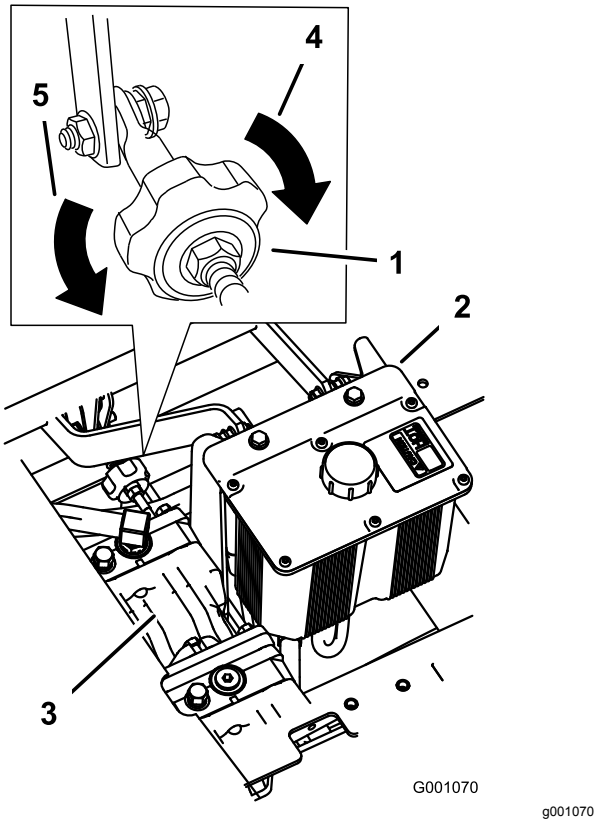

Bild 81
2. Stellen Sie die Länge der Pumpstange ein, indem Sie das Handrad an der Stange so weit in die entsprechende Richtung drehen, bis das Rad stillsteht oder sich leicht zurückdreht (Bild 81).